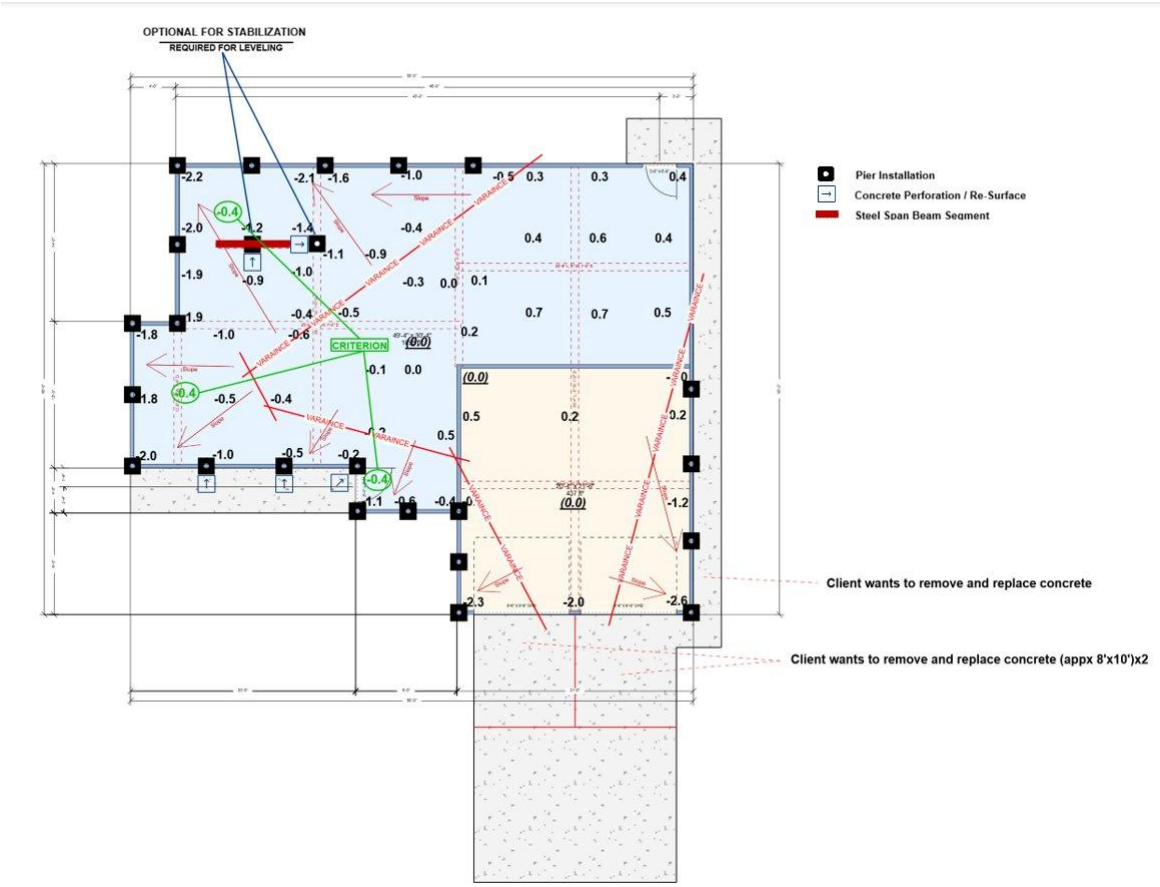

*Figure 1: Pier Location Diagram — Address Removed for Confidentiality | Duratech Foundation Repair Company*
- Refer to Figure 1 below for all 24 pier placement locations — 22 perimeter and 2 interior.